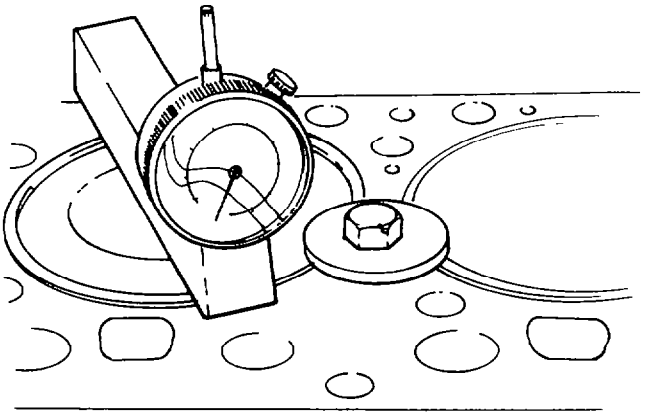

Fig. 85 — Measuring Piston Extension (Bump Clearance)
y. Rotate the crankshaft until the piston is at T.D.C; use a dial gauge and measuring block to check the piston bump clearance; the maximum extension of the piston above the block deck must not exceed 0.508 mm (0.020 in.) (see fig. 85).